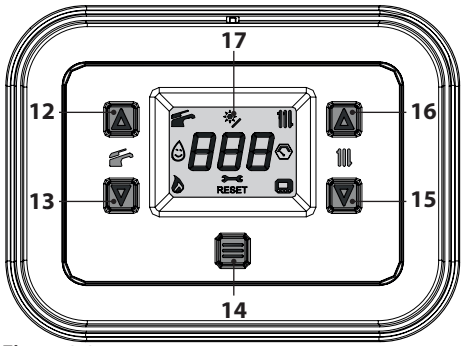

Figure 3.3
If the room temperature is too high, do not adjust the radiator cocks but decrease the heating temperature setting using the room thermostat or the heating control buttons 15 and 16 (Figure 3.3).
To restore operation, press the reset button 14 (Figure 3.3) on the boiler control panel.
After three reset attempts made by pressing the reset key 14 (Figure 3.3), code "**E91**" and the symbol (Figure 3.6) appear on the LCD display. The boiler is in lockout mode.
To restore boiler operation, disconnect the electrical power supply. Then, reconnect it and press buttons 12, 13 and 14 (Figure 3.3) on the boiler control panel at the same time for at least 5s.